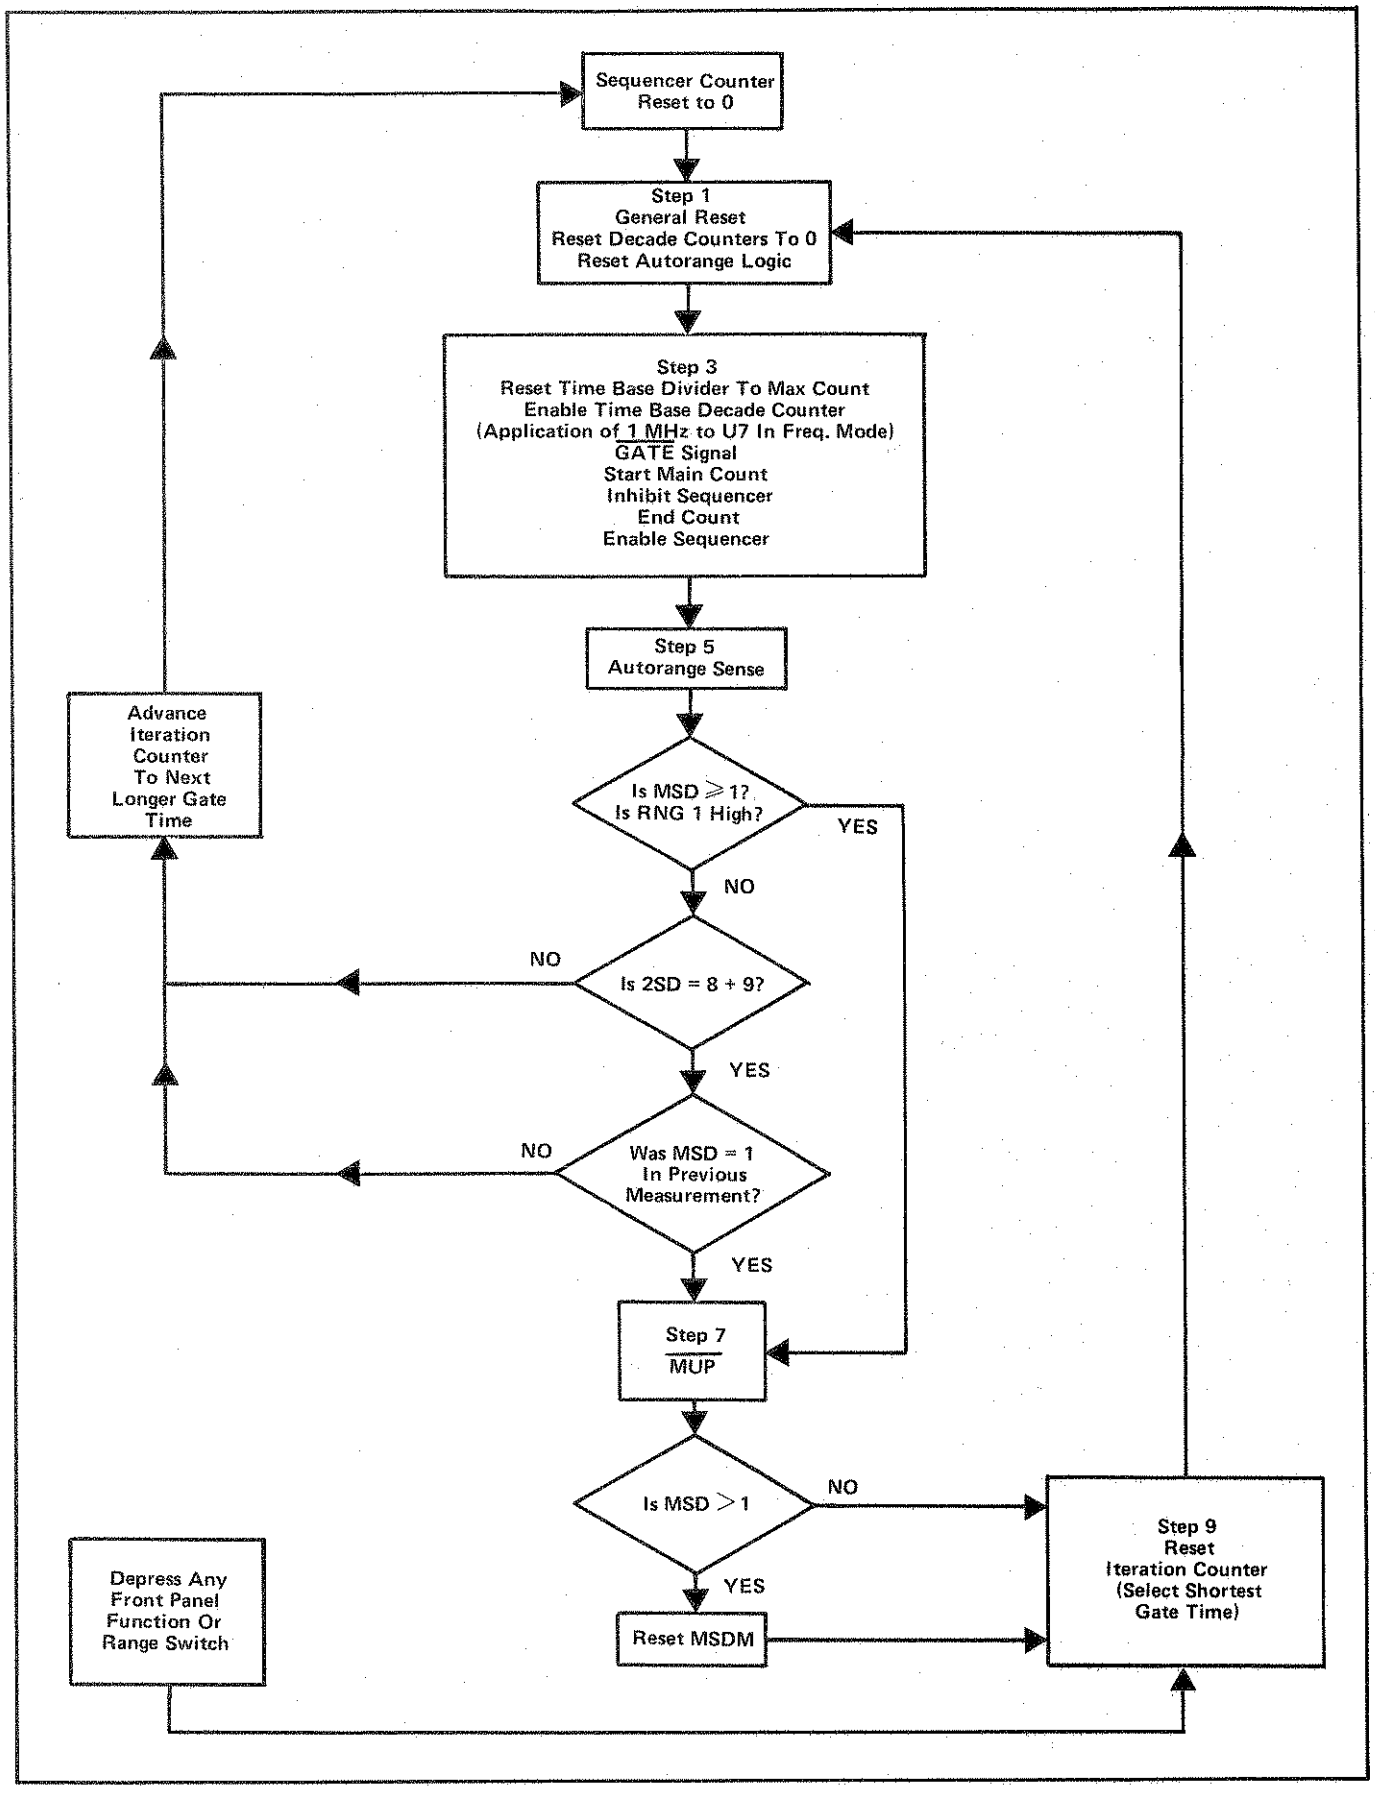

Figure 3-2. 1900A SEQUENCE FLOW CHART
gram control section, begins with step 9. Refer to figure 3-2. Range logic is reset to the shortest gate time. A new measurement always begins with the shortest gate time. Any time a front panel switch is depressed, a new measurement is initiated by resetting the program control to step 9. The next event is general reset (GR), step 1. All the decade counters are set to 0 and the autorange logic is reset. Step 2 is skipped as only odd numbered steps are used to order events. At step 3 the time base dividers in the time base and the range control sections are enabled. The count is initiated by enabling the main gate to apply data to the first decade counter. The signal from the input section is applied to the clock input and toggles the counter. The output from the first counter is used to toggle the subsequent counters. At the end of the measurement period, the main gate is disabled and the count is held.
3-20. Analysis of circuit blocks are contained in this section of the manual. Simplified schematic block diagrams are referred to by figure number. Information presented in tabular form is referred to by table number. Complete schematic diagrams are located in section 8. Circuit blocks must be analysed not only with respect to their internal operation but in relation to the sequence of events as explained under Frequency Mode. Figure 3-2 is a flow chart of the sequence of events in the 1900A.